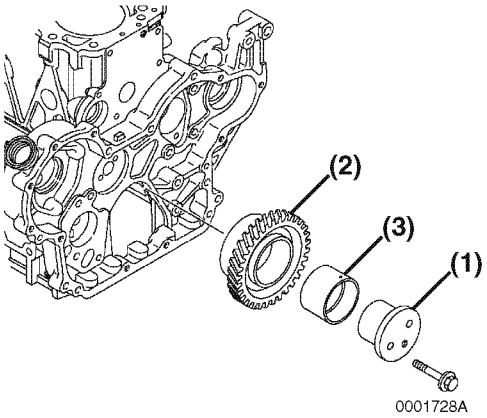

Figure 6-91
1. Remove the bolts from the idler gear shaft **(Figure 6-91, (1))**. Remove the idler gear shaft, idler gear **(Figure 6-91, (2))** and bushing **(Figure 6-91, (3)).**